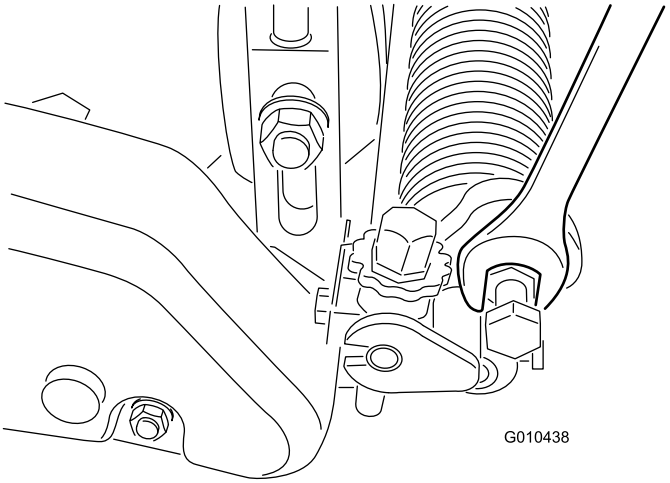

Figura 24
B. Rode os braços para cima ou para baixo para posição A ou B (Figura 24).